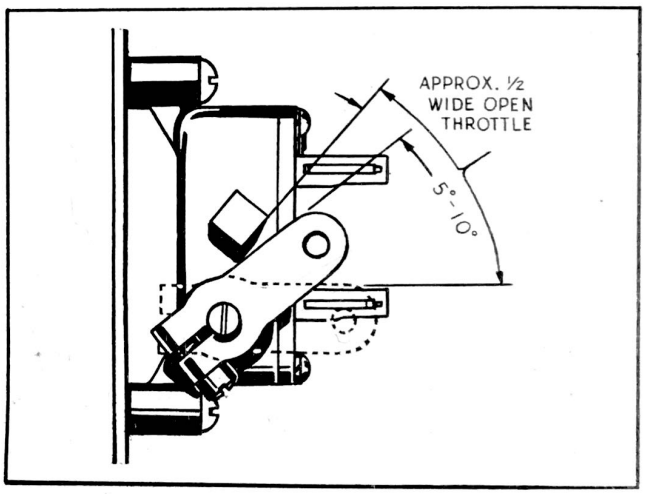
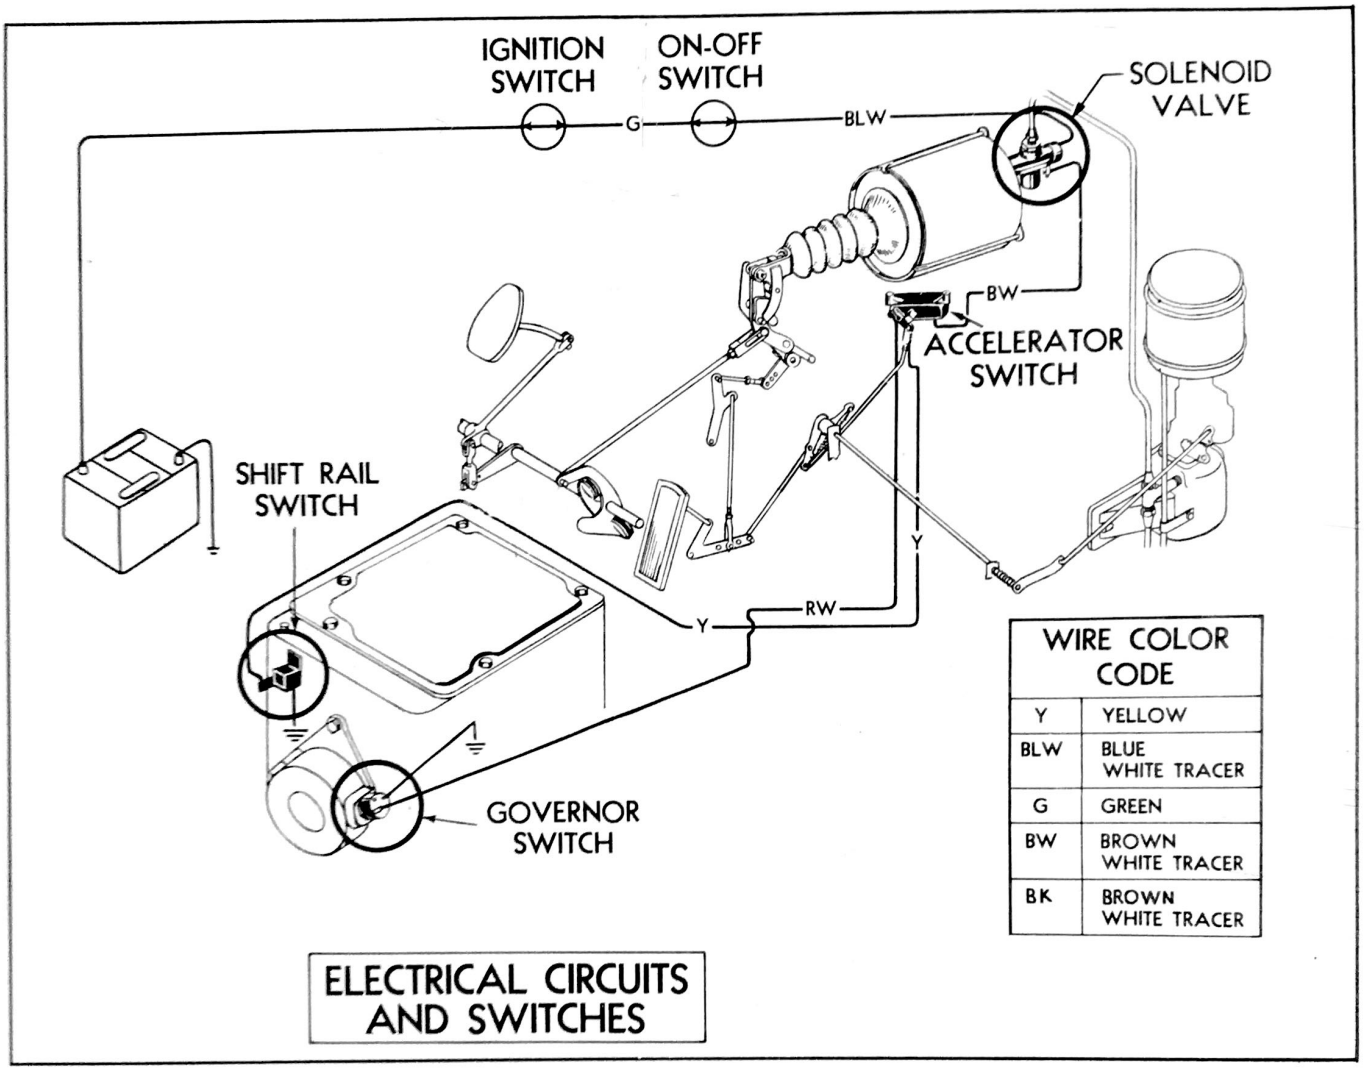

Figure 197 - Accelerator Switch
Figure 198 - Electrical Circuits and and Switches
The accelerator switch, Fig. 197, contains two sets of breaker points both of which are operated from the same lever. When this lever is in the closed throttle position, both sets of breaker points are closed and there is a circuit to the ground thru the solenoid; either thru the (RW) wire to the governor or thru the (Y) wire to the high gear shift rail switch and selector switch, see Fig. 198. The governor control operates when the car is in high gear and is disconnected when the throttle is opened at from 5 degrees to 10 degrees of travel of the switch lever. The circuit thru the (RW) wire is broken.